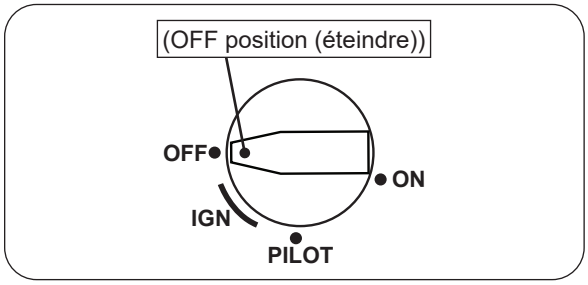

Fig. 50-2 Arrêt du pilote
2. Localisez la vanne sur le côté de l'unité. Pousser le bouton d'allumage et tourner dans le sens des aiguilles d'une montre ↷ sur **OFF** (éteindre) (voir Fig.50-2).
Appuyez légèrement sur le bouton de contrôle et tournez-le dans le sens des aiguilles d'une montre ↷ pour **OFF** (éteindre). Ne force pas. Voir Fig.50-2.